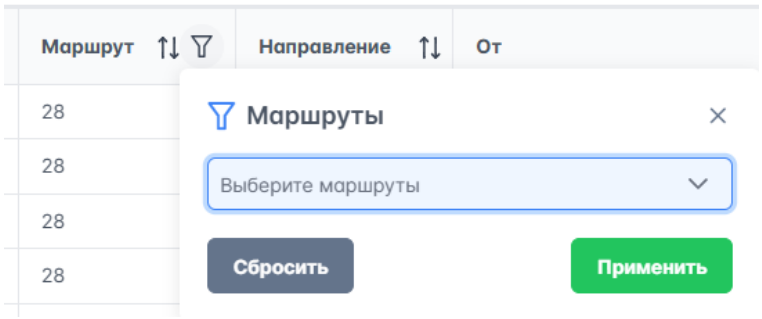

Рисунок 202 – Расширенный поиск в столбце "Маршрут"
1. Нажать на символ справа от названия столбца, откроется окно поиска (рисунок 202).